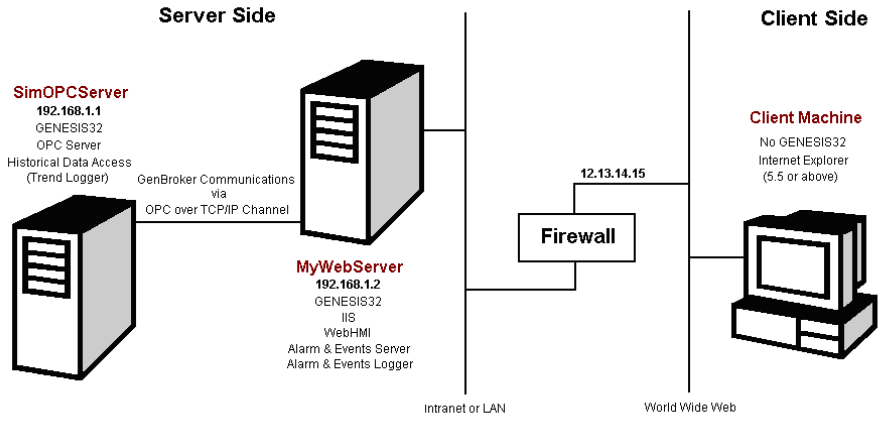

Figure L8.1: Network Setup for Advanced WebHMI Application Example
This lab assumes the network configuration shown in **Figure L8.1.**
- Configure GenBroker communications for the network setup shown in **Figure L8.1**